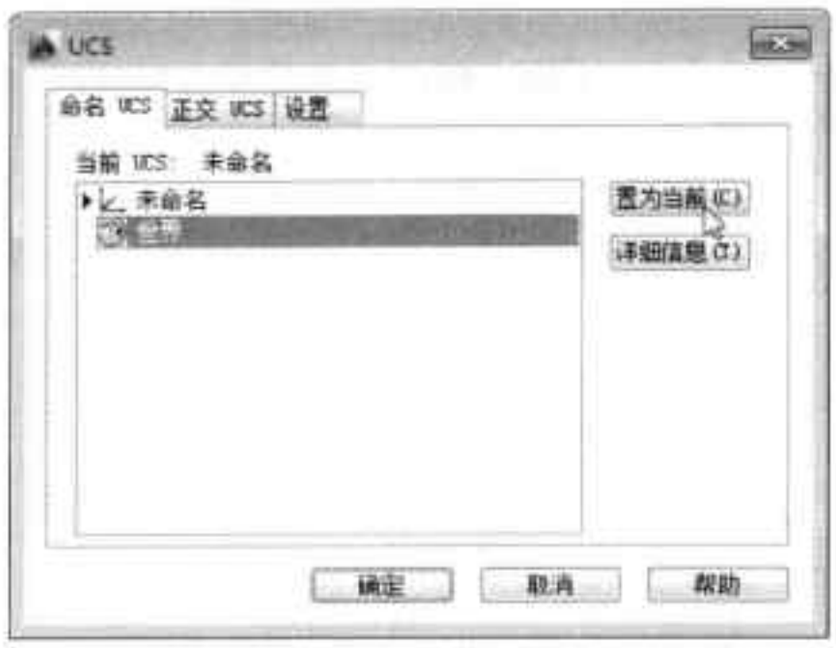
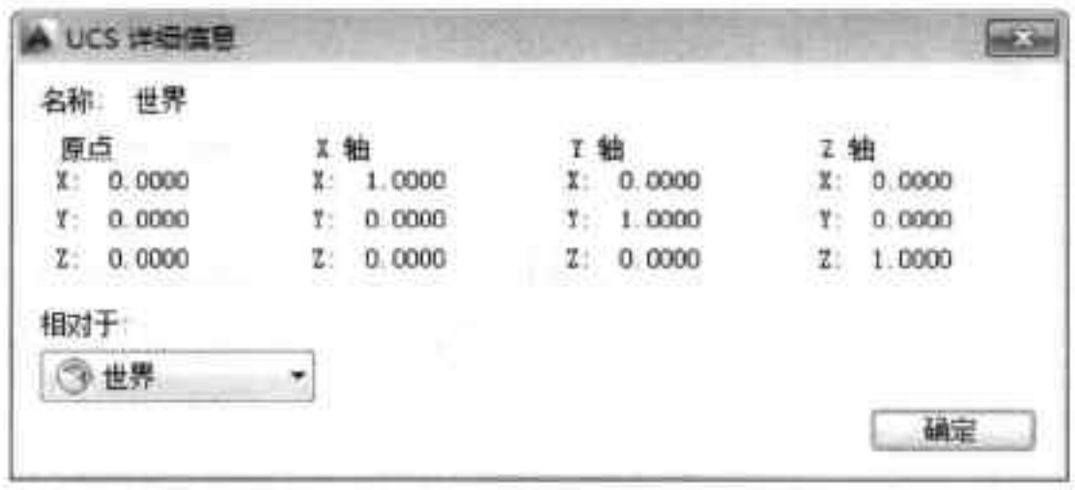

图11-6 “命名UCS”选项卡
图11-7 “UCS详细信息”对话框
- 命名 UCS：该选项卡主要用于显示已定义的用户坐标系的列表并设置当前的 UCS，如图 11-6 所示。其中，“当前 UCS”用于显示当前 UCS 的名称；“UCS 名称列表”列出当前图形中已定义的用户坐标系；单击“置为当前”按钮，可将选中的 UCS 设置为当前使用；单击“详细信息”按钮，在“UCS 详细信息”对话框中，显示 UCS 的详细信息，如图 11-7 所示。